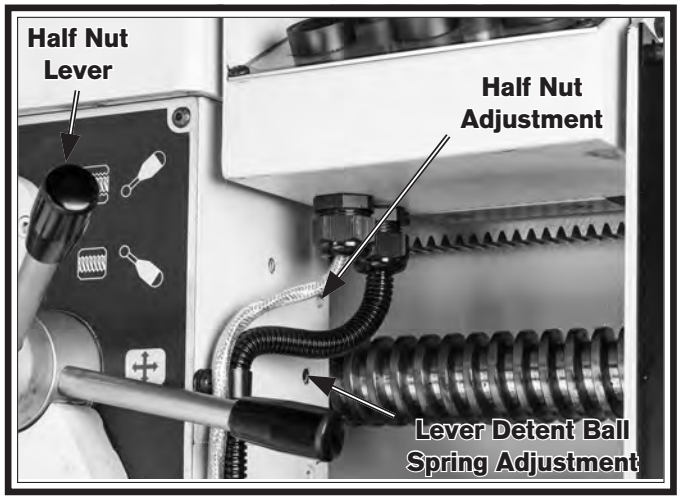

Figure 81. Half nut gib adjustment.
2. Tighten half nut adjustment set screw (see **Figure 81**) in small increments until it is snug.